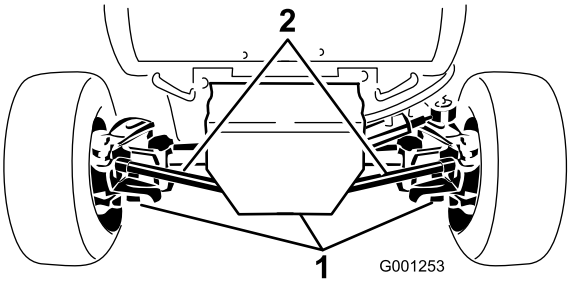

Figur 53
2. Rengør området rundt om de 3 aftapningspropper, 1 på hver ende og 1 i midten (Figur 53).